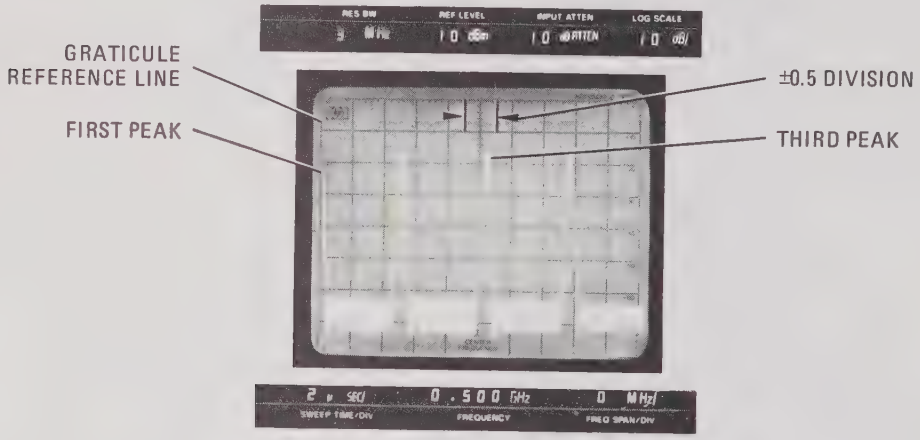

Figure 4-22. Sweep Time Accuracy, 2μ SEC/DIV
f. Adjust TRIGGER LEVEL so the first peak is at the graticule reference line (see Figure 4-22). The third peak should be at the center graticule line ± 0.5 division (±10%).